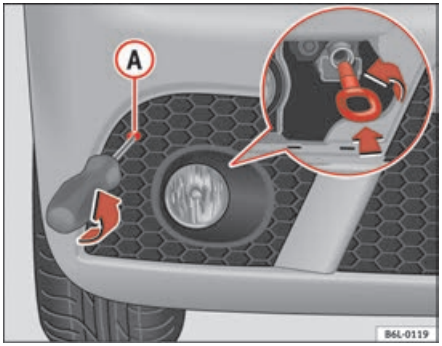

Fig. 172 Towing eye at the front of the vehicle
– Remove the bolt (A) ⇒ page 231, fig. 172.